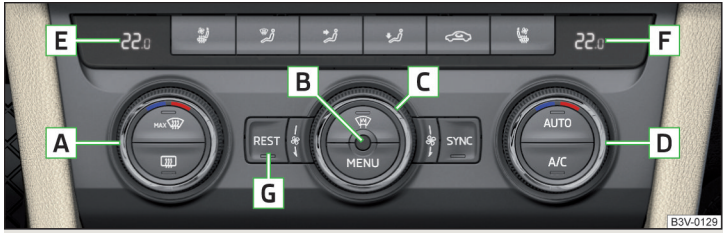
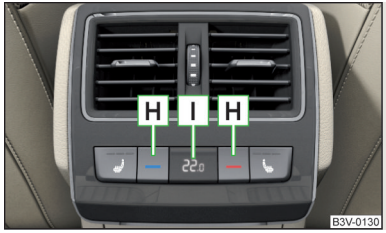

Fig. 137 **Elementos de manejo delanteros**
Fig. 138
Funciones de los elementos de manejo individuales » fig. 137 y » fig. 138
- No cubra el sensor de la temperatura del habitáculo B » fig. 137; de lo contrario, esto podría influir negativamente en el Climatronic.